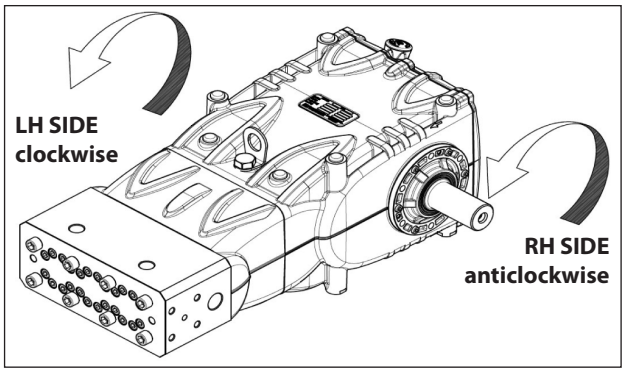

Fig. 6
From a position facing the pump head, the rotation direction will be as in Fig. 6.
**Note.** The version shown in Fig. 6 is right.